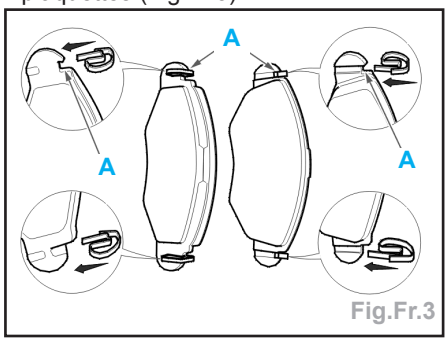

Fig.Fr.3
- L'encoche (A) étant en partie supérieure, positionner les ressorts sur les plaquettes (Fig.Fr.3).